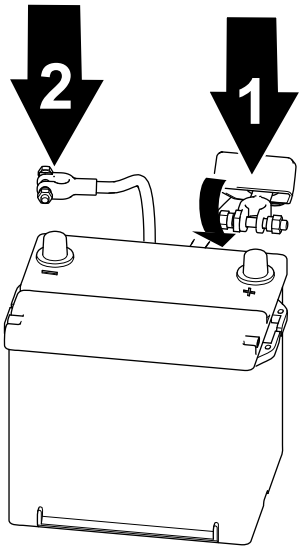

Figura 59
1. Collegate il cavo positivo alla batteria e serrate il dado della fascetta della batteria (Figura 59).
2. Collegate il cavo negativo alla batteria e serrate il dado della fascetta della batteria (Figura 59).